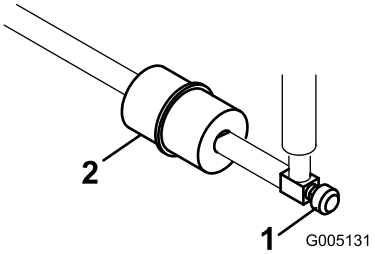

Figur 44
Det sitter ett inlinefilter i bränsleledningen mellan bränsletanken och förgasaren (Figur 44).
1. Stäng bränslekranen, lossa slangklämman på filtrets förgasarsida och ta bort bränsleledningen från filtret (Figur 44).
2. Sätt ett uppsamlingskärl under filtret, lossa den sista slangklämman och ta bort filtret (Figur 44).